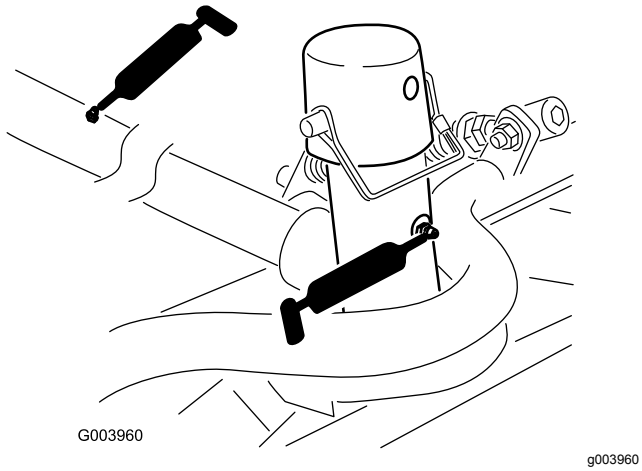

Figur 64
- Bæreramme og dreietapp for klippeenhet (2 hver) (Figur 64)